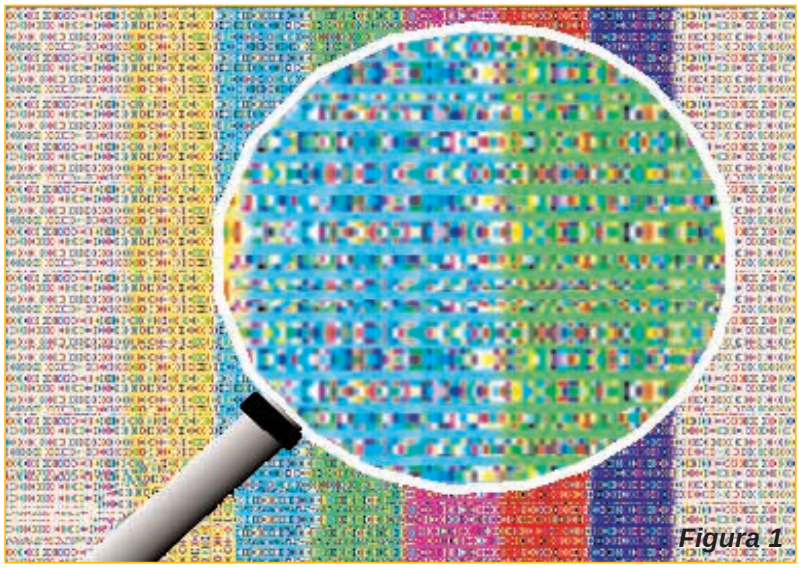

Figura 1
- No es una cabeza rota dije; porque si fuera una cabeza rota el ruido pasa de un campo al otro con toda suavidad pasando por un punto donde el ruido se presenta en los dos campos. Figura 1.